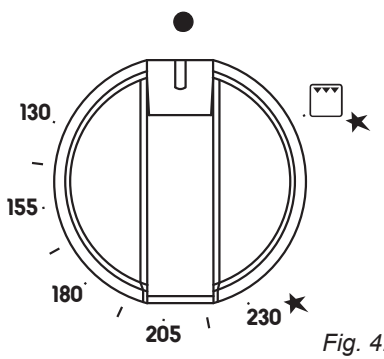
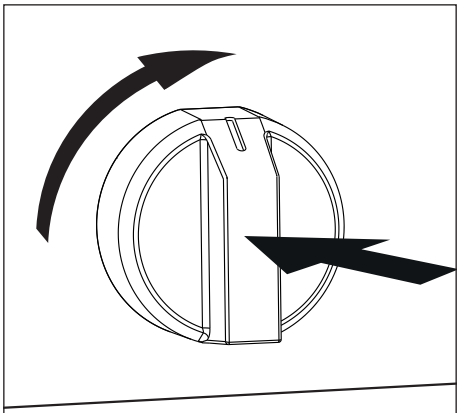

Fig. 4.1
Fig. 4.5
The temperature knob is numbered from 130 to 230 ★ (fig. 4.1) indicating the increasing oven temperature value (see table 4.2).
2. Lightly press and turn the thermostat knob anti-clockwise (fig. 4.4) to max position 230 ★ (fig. 4.1). Press the knob firmly until the burner lights.
2. Lightly press and turn the thermostat knob clockwise (fig. 4.5) to the position ★ (fig. 4.1).